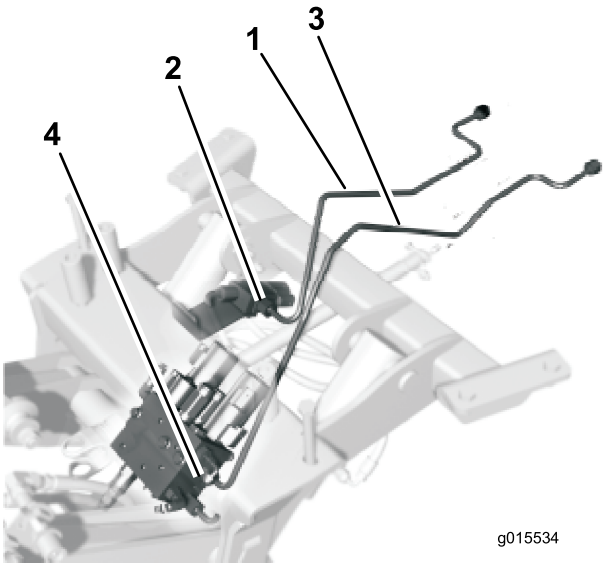

Figur 4
1. Anslut den kortare hydraulslangen löst till den raka kopplingen på ventilen (Figur 4).
2. Anslut den längre hydraulslangen löst till den raka kopplingen på grenröret (Figur 4).
2. Dra den kortare hydraulslangsenheten (Figur 4) runt och över drivreglagestången.